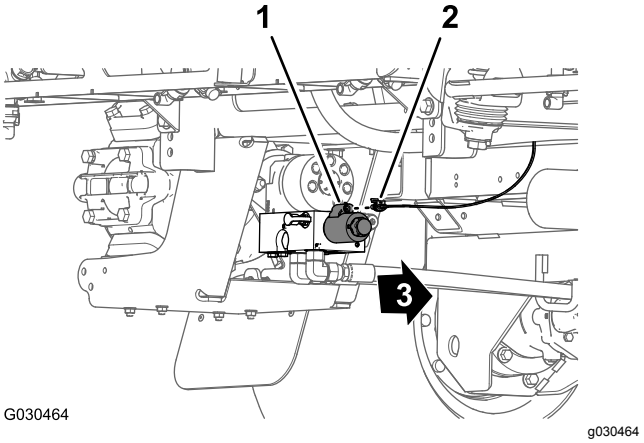

Figur 95
1. Bak på maskinen, på innsiden av sprederpumpen, kobler du kontakten med to sokler merket **Spray Pump Solenoid** (sprederpumpesolenoid) til den 86,6 cm lange ledningssatsforgreningen til pumpereleets kontakt med to pinner (Figur 95).